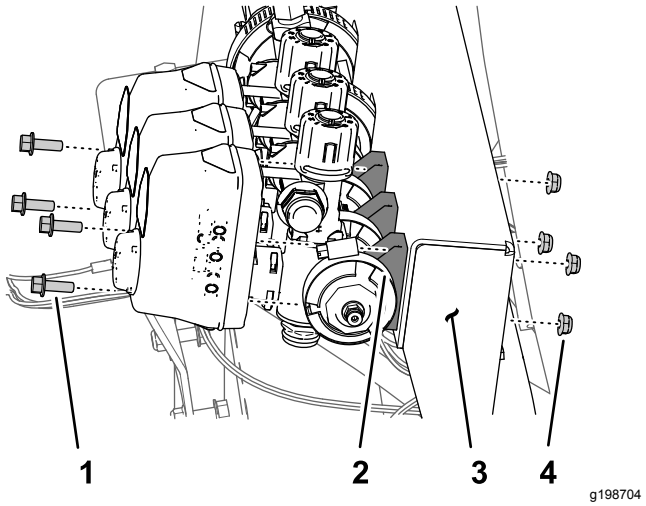

Rysunek 66
1. Odkręć 2 śruby kołnierzowe (1/4 x 3/4 cala) i 2 nakrętki zabezpieczające (1/4 cala) mocujące zawór lewej sekcji wysięgnikowej do mocowania rozdzielacza (Rysunek 66).
2. Odkręć 2 śruby kołnierzowe (1/4 x 3/4 cala) i 2 nakrętki zabezpieczające (1/4 cala) mocujące zawór prawej sekcji wysięgnikowej do mocowania rozdzielacza (Rysunek 66).
3. Zdejmij zacisk kołnierzowy 40 do 64 mm i uszczelkę 25 x 35 mm mocujące kołnierz lewego zaworu sekcji do adaptera (Rysunek 66).